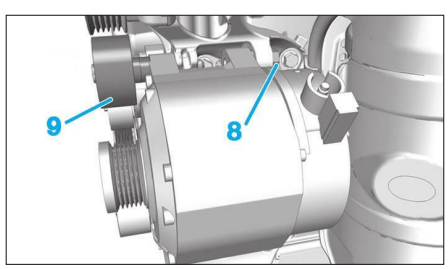

**Fig. 4**
• Desserrer la vis (8) de fixation supérieure de trois tours **(Fig.4)**.
• Déposer le galet enrouleur supérieur (9).